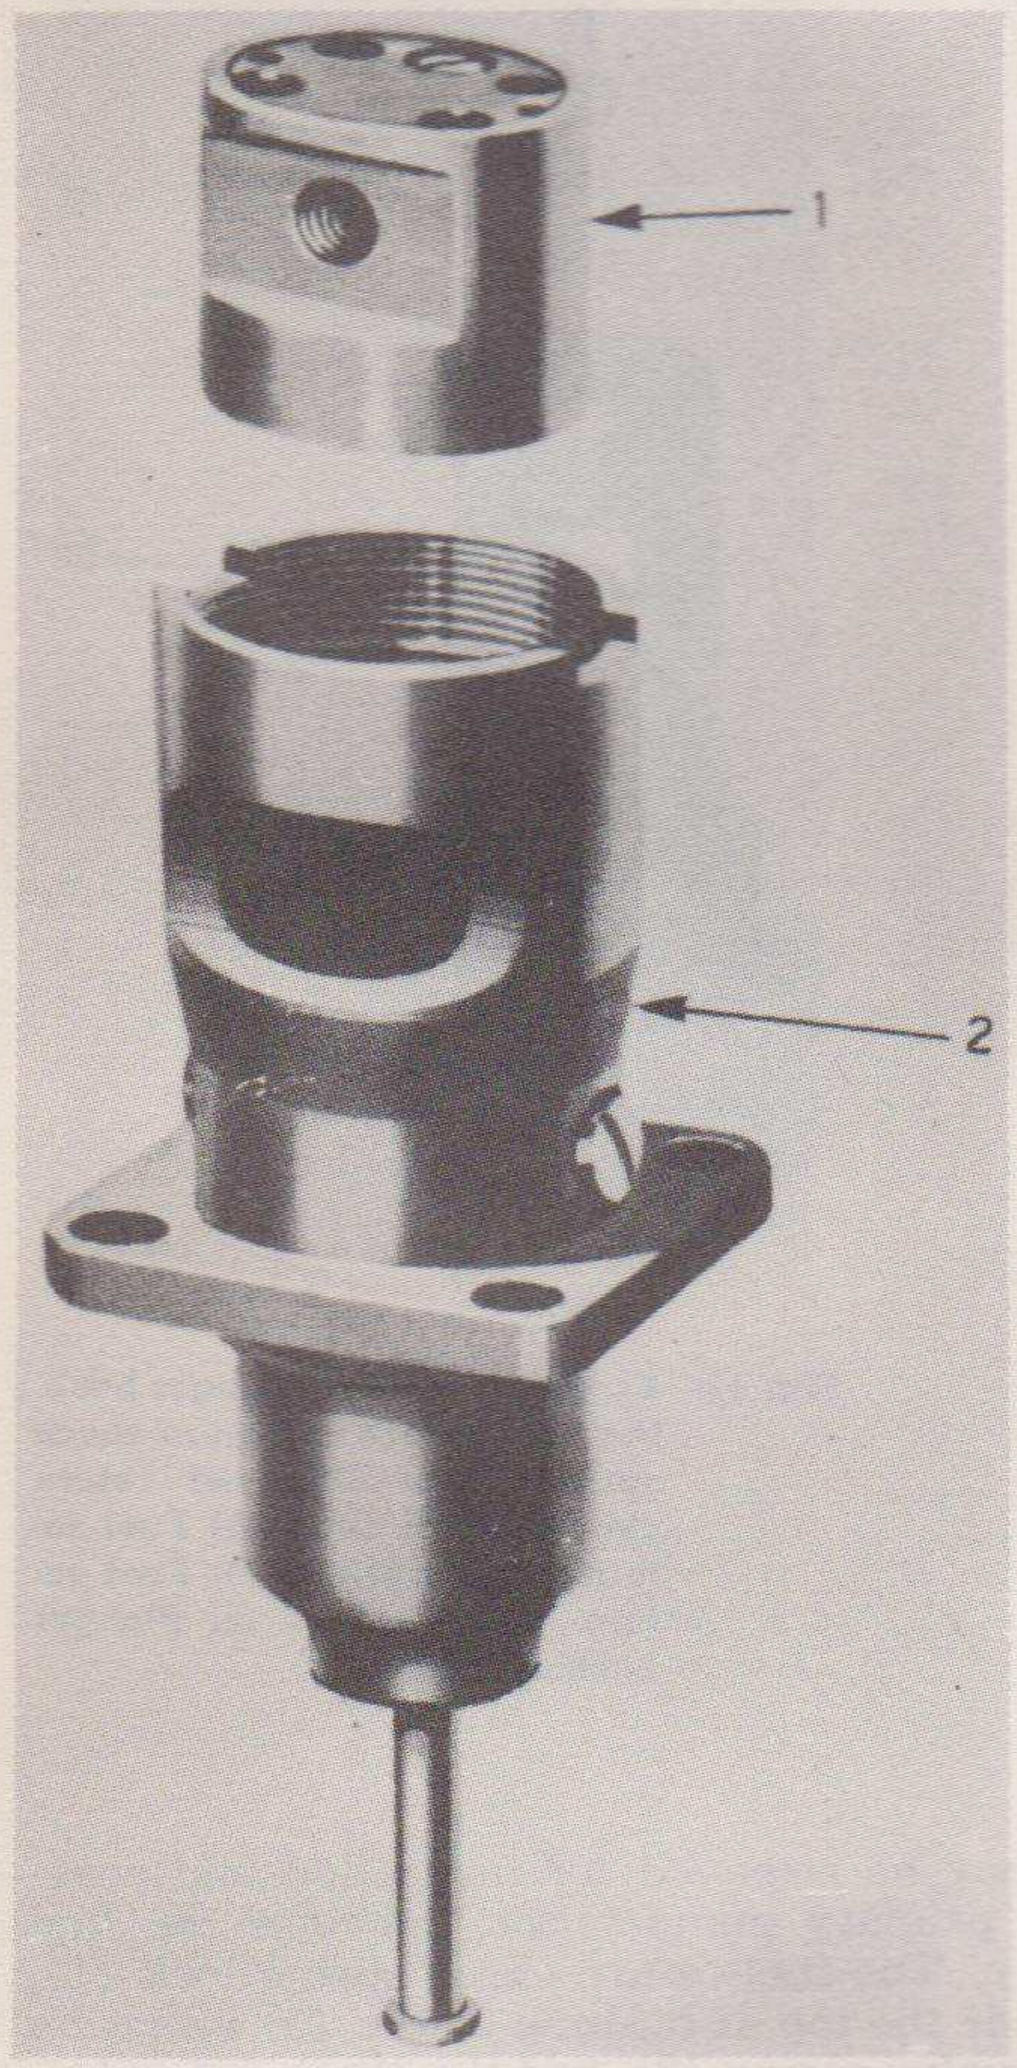

Fig. 43—Check and reverse-check valve unit removed. (1) Check and reverse-check valve unit. (2) Plunger bushing retainer.
Inverting the plunger bushing retainer as shown in Figure 41 will allow the check valve block unit (1), Figure 43, to fall out. On some pumps there is a tapped hole in the plunger bushing retainer opposite the slot in the reverse-check valve block. No screw is ever used in this hole; the hole was made for manufacturing purposes only.
The check valve block unit (1), Figure 43, is thoroughly discussed under "Disassembly." It should never require attention. Disassemble this unit only when an absolutely clean place is available and when the reverse-check valve screw (1), Figure 44, can be tightened against a good copper washer (2), for a seal against the high injection pressures.